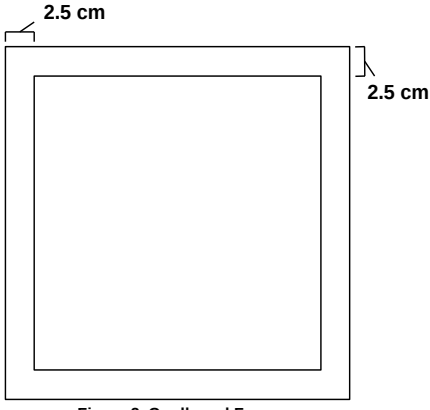

Figure 2. Cardboard Frame.
c. Cut out a rectangle from corrugated cardboard box the same size as the prepared M16A2/M16A4 25-meter zeroing target (22 X 28 cm or 8.5 X 11 in.). (Figure 2).